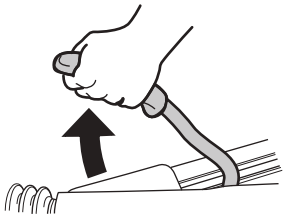

Fig. 8
► Apply the parking brake (Fig. 8) and / or secure the tyres with wheel chocks.